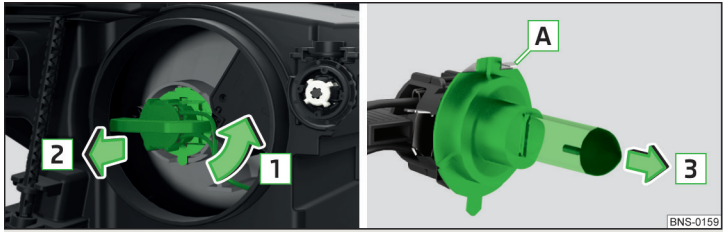

Fig. 311 **Cambiar la bombilla de la luz de cruce**
- Girar el conector con la bombilla en el sentido de la flecha 1 » fig. 311.